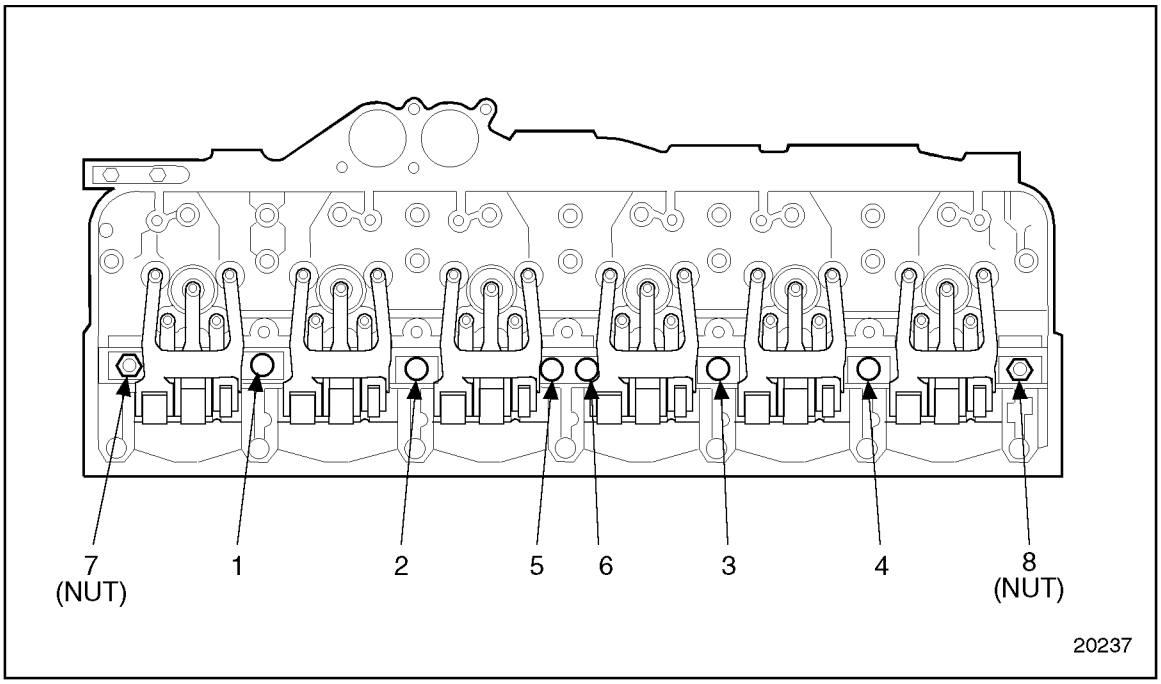

Figure 1-65 Rocker Arm Shaft Retaining Bolt and Nut Tightening Sequence
9. Torque the rocker arm shaft nuts to 101-116 N·m (75-86 lb·ft) using the sequence. See Figure 1-65.